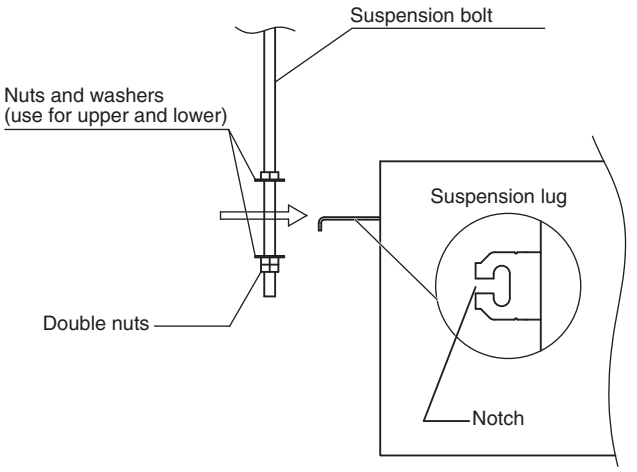

Fig. 3-5
(3) Thread the 3 hexagonal nuts and 2 washers (field supply) onto each of the 4 suspension bolts (Figs. 3-5 and 3-6). Use 1 nut and 1 washer for the upper part, and 2 nuts and 1 washer for the lower part, so that the unit will not fall off the suspension lugs.